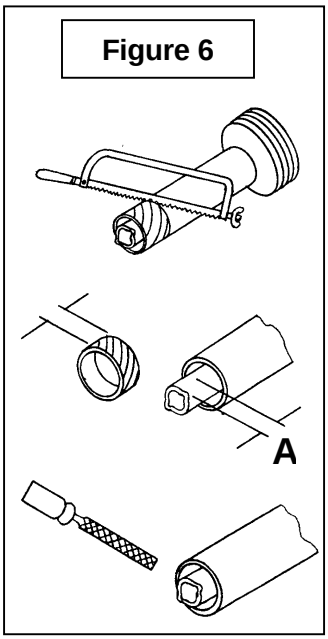

Figure 6
1. To determine the **"L"** length for your tractor model first find the **"X"** factor by measuring the horizontal distance between the end of the tractor's drive shaft and the end of the snowblower's driven shaft when the snowblower is in transport position as shown on Figure 6.